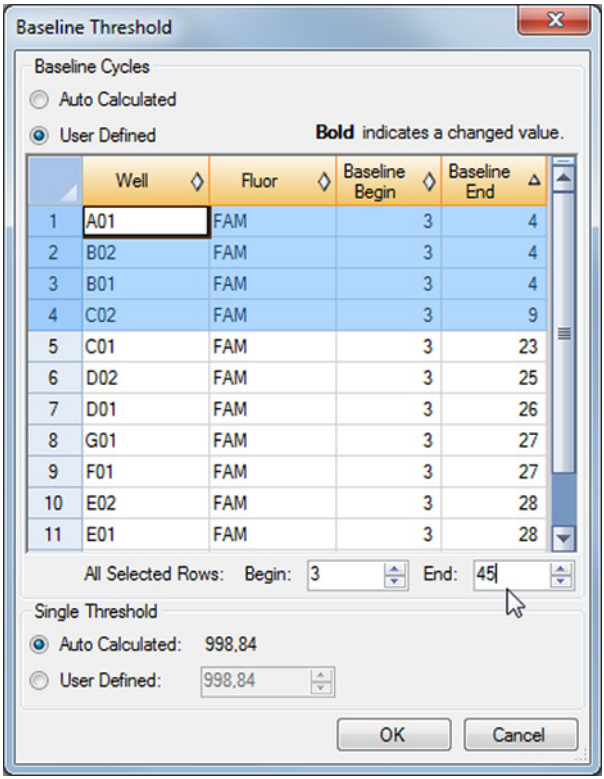

Figura 5: Finestra di dialogo Baseline Threshold (Soglia basale)
3. Nella barra dei menu della finestra Data Analysis (Analisi dei dati) fare clic su **Settings** → **Baseline Threshold…** (Impostazioni → Soglia basale…) per aprire la finestra di dialogo Baseline Threshold (Soglia basale) (vedere figura 5).
5. Selezionare tutte le righe che presentano dei valori **Baseline End** (Fine basale) da 1-9 (vedere figura 5).
6. Impostare il valore nel campo **End:** (Fine:) a 45 per le righe selezionate (vedere figura 5).
9. Ripetere i passi 3-7 per il canale di rilevamento VIC™ (IC) e Cy5 (Norovirus GI target).